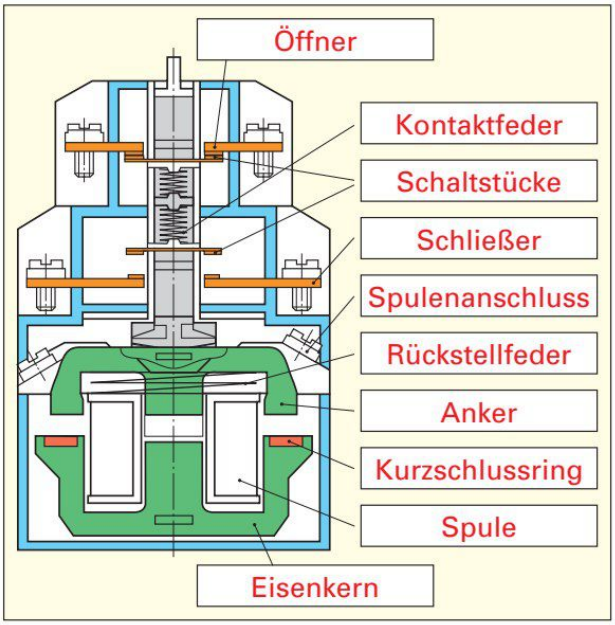

Bild 1: Aufbau eines Leistungsschützes
- Schütze sind elektromagnetisch betätigte Fernschalter **(Bild 1)**.
- Schütze werden in Leistungsschütze und Hilfs- oder Steuerschütze unterteilt. Leistungsschütze haben meist drei Hauptkontakte und können zusätzlich mit Steuerkontakten ausgerüstet sein **(Bild 1)**.
2. Ergänzen Sie die fehlenden Begriffe und Betriebsmittelbezeichnungen **a)** im **Bild 1, Seite 94** und **b)** im **Bild**.